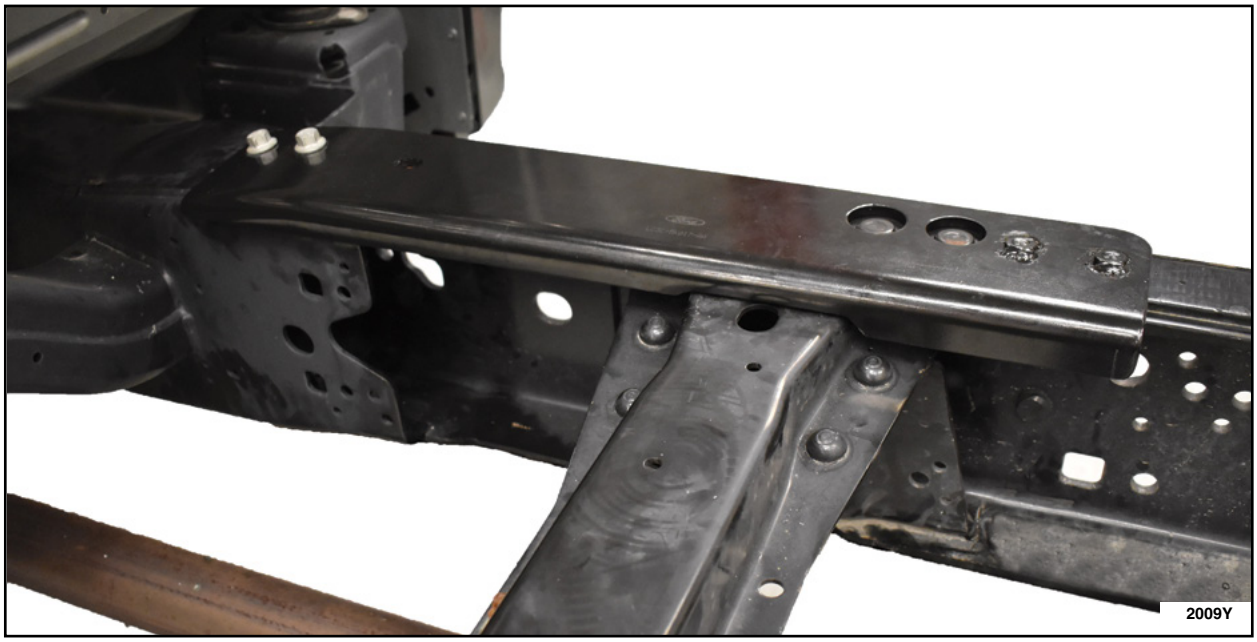

FIGURE 20
21. Tighten both front bolts and both rear nuts. Then remove the clamp. Figure 20 shows a fully installed upper RH bracket